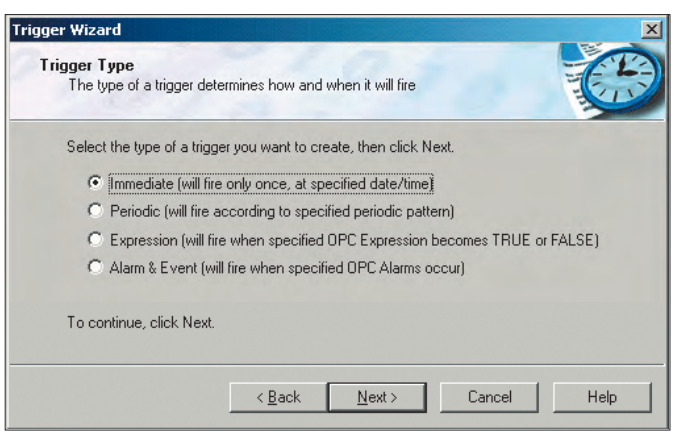

Рис. 31. Выбор типа триггера
4. На экран будет выведено окно, показанное на рис. 31, позволяющее настроить различные типы триггеров. Выберите тип **Immediate** (Однократное исполнение в определённый момент времени) и нажмите кнопку **Next**.